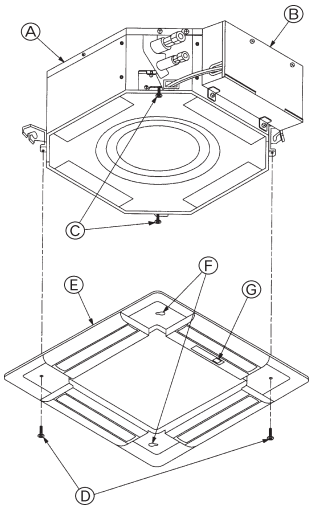

Fig. 8-6
8.3.2. Vorläufige Installation des Gitters (Fig. 8-6)